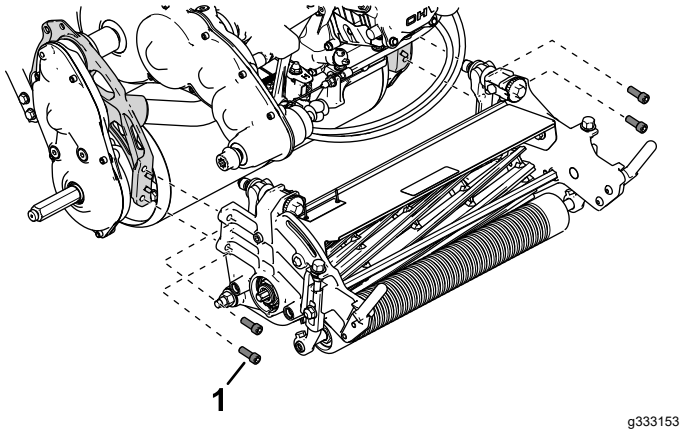

Figur 45
5. Använd 4 insexskruvar för att fästa klippenheten på ramen (Figur 45).